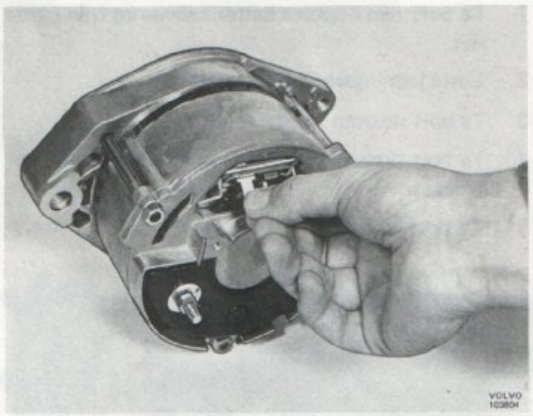

Bild 57. Borttagning av borsthållare
2. Ta bort skruvarna för borsthållaren samt demontera hållaren, bild 57.